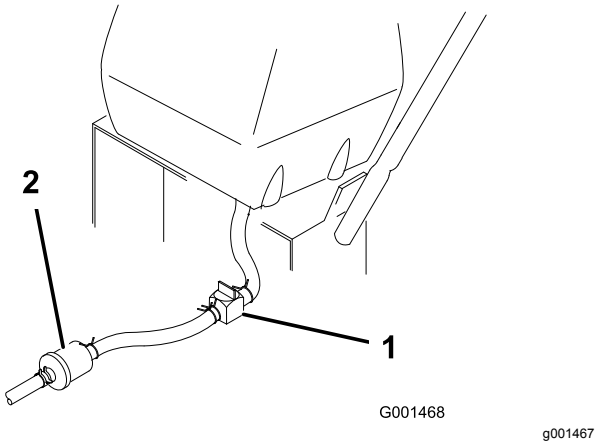

**Figur 30**
3. Stäng bränslekranen vid bränsletanken (Figur 30).
4. Kläm ihop ändarna på slangklämman och dra den uppåt på bränsleslangen bort från bränslefiltret (Figur 30).
5. Dra av bränsleslangen från bränslefiltret (Figur 30). Öppna bränslekranen och låt bränslet rinna ut i en bensindunk eller ett avtappningskärl.
7. Stäng bränslekranen vid bränsletanken (Figur 30).